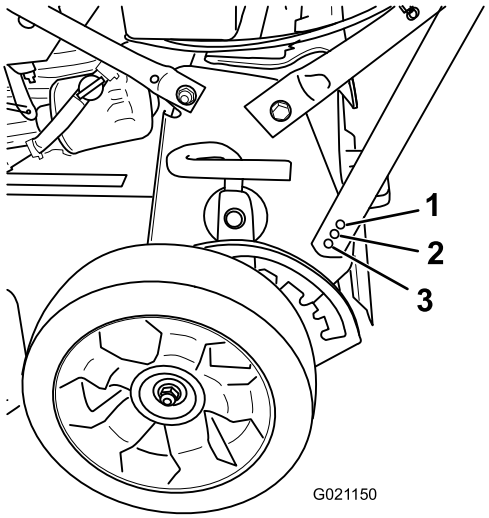

Figur 6
2. Fjern håndtaksbolten og sett den inn i 1 av de 3 hullene som er plassert på bunnen av håndtaksbraketten (Figur 6).